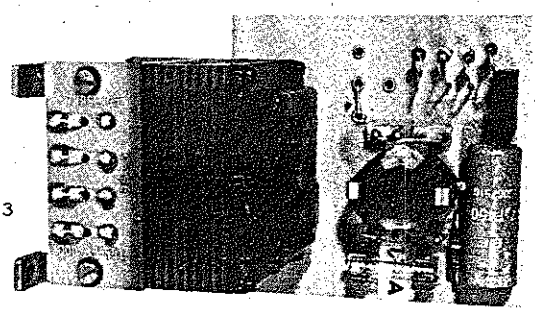

Fig. 13
- Scegliere, tra le possibili posizioni del ponticello di regolazione (fig. 13) quella che più avvicina l'uscita +250 a +250V